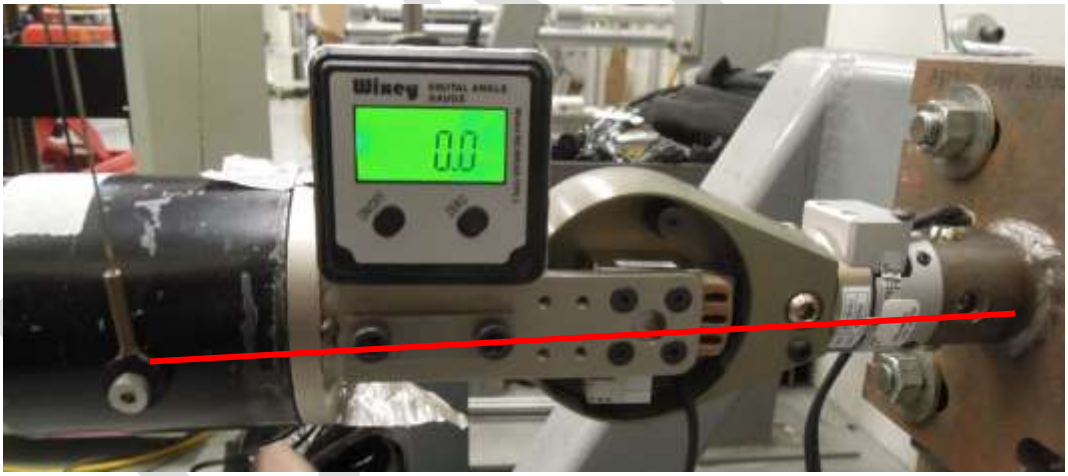
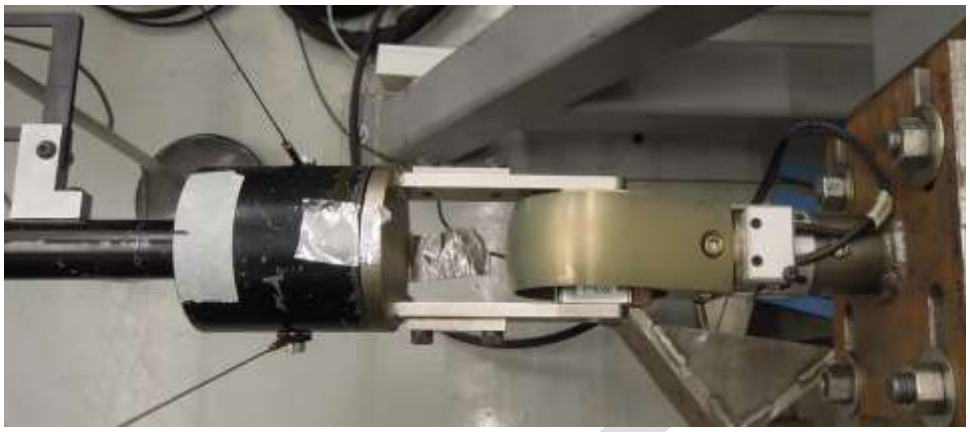

Figure 8-2. Vertical alignment of impact location.
Figure 8-3. Lateral alignment of impact location.
8.5.4 Adjust the position of the impact probe such that the angle between the probe's longitudinal centerline and the centerline of the femur load cell is less than 2 degrees. laser level positioned between the centerline of the knee and the centerline of the probe both laterally (Figure 8-2) and on the top surface of the probe/knee (Figure 8-3) will aid in this process.